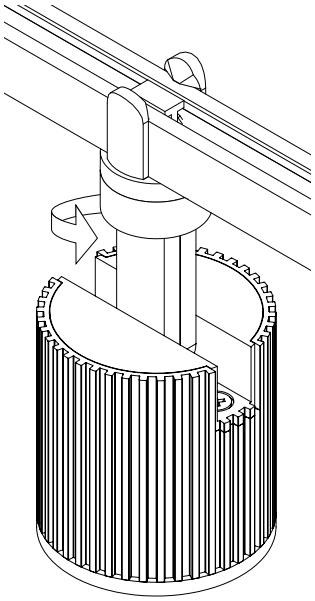

Fig. 3
3. Secure **Light Engine** to **Blade Mount Hanger** by screwing on **Retention Ring** (Fig. 3).